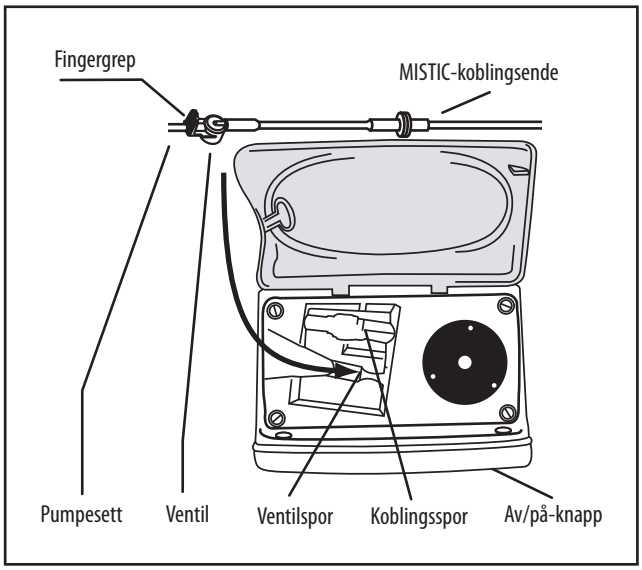

Figur 6A.
2. Last pumpesettet ved å holde fingergrepet på ventilen, og så føre ventilen inn i ventilsporet til venstre. (Figur 6A)